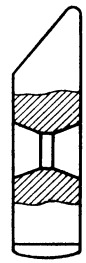

Рис. 169
61. Зачем у слесарного молотка ударная поверхность сделана выпуклой, а отверстие — расширяющимся по краям (рис. 169)?